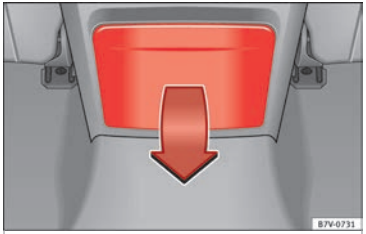

Afb. 190 Achterste gedeelte van middenconsole: de blikjeshouder openklappen.
- Om te *openen*, klapt u de blikjeshouder naar onderen, in de richting van de pijl ››› **afb. 190**.